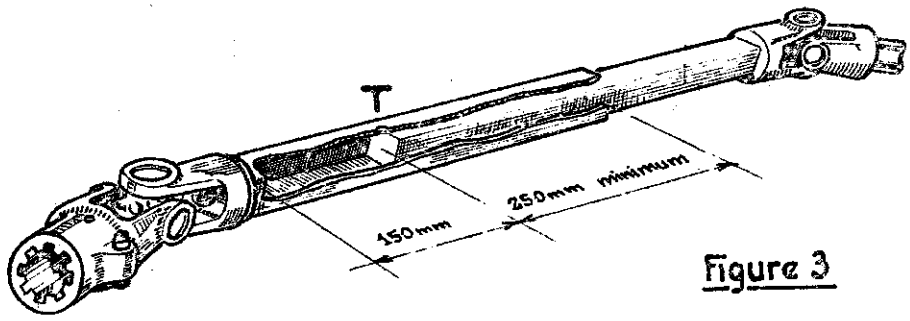

Figure 3
- la distance entre l'extrémité du tube au joint et le bout de l'arbre rectangulaire n'est pas inférieure à 150 mm, (la transmission en position de virage, formant un angle d'environ 45º maximum) figure 3, L'ARBRE RECTANGULAIRE NE DOIT JAMAIS APPARAITRE DANS LE TROU REGARD T PREVU SUR LE TUBE ;